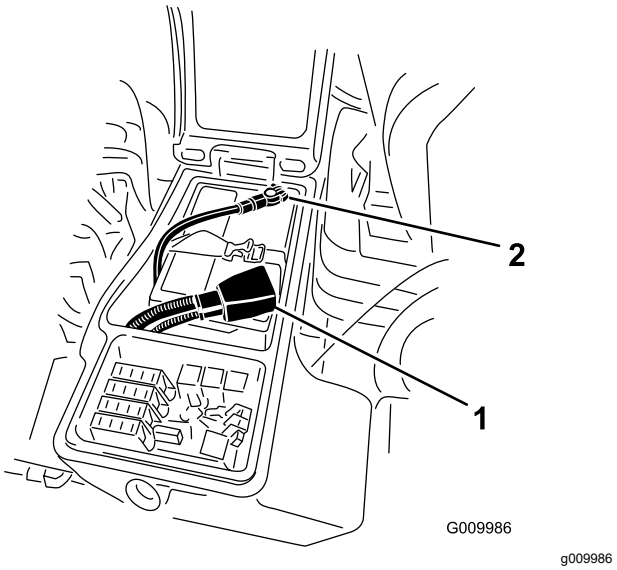

Figur 92
3. Fjern den negative kabelen (svart) fra den negative (-) polen og den positive kabelen (rød) fra den positive (+) polen (Figur 92).
6. Koble den positive kabelen (rød) til den positive (+) polen og den negative kabelen (svart) til den negative (-) polen (Figur 92).